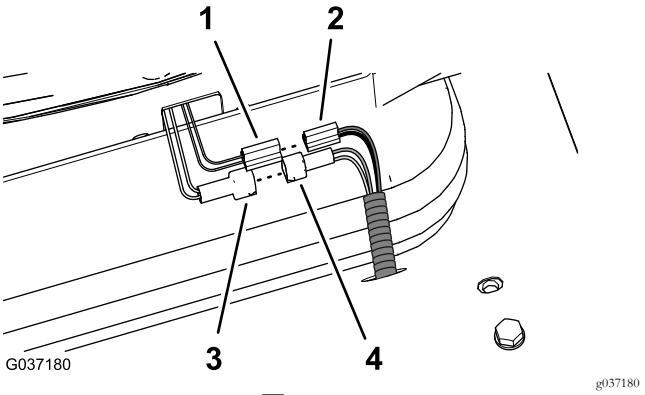
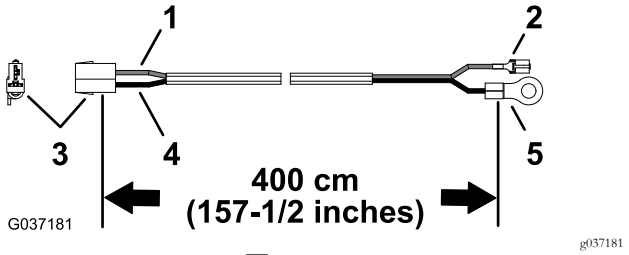

図 30
図 31
2. 座席スイッチ用のコネクタ黄色線と灰色線を、マシン用ハーネスのコネクタに接続する図 30。
3. 図 31 に示されている、400cm のワイヤハーネスリング端子が付いているものを探し出す。
5. エアサスペンション用の 2 ブレードコネクタを、400cm キット用のワイヤハーネスの 2ソケットコネクタ黒線と赤線に接続する図 30 と図 31を参照。